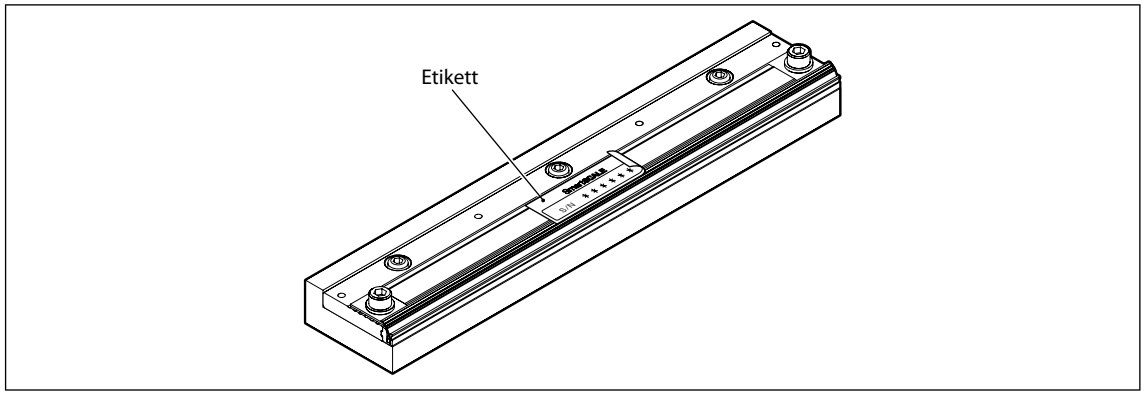

Abb. 3-7
3. Das Etikett entfernen. (Siehe Abb. 3-7.)